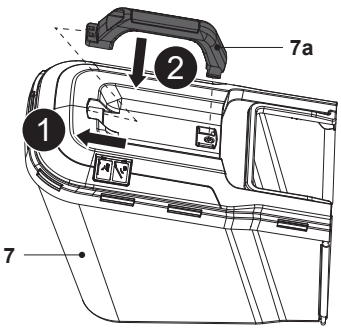

**Fig. 6**
2. Monte a pega de transporte (7a) nas duas ranhuras de fixação na estrutura superior do recipiente de recolha de relva (7), prestando atenção à orientação correta (Fig. 6).